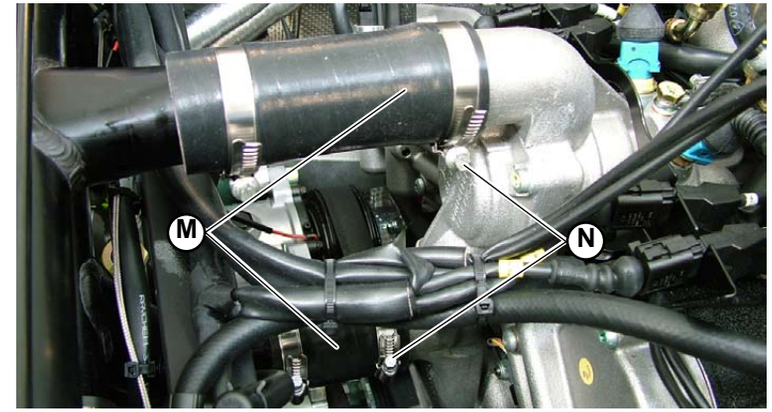

Fig.7
8. Reconnect the water pump delivery and intake pipes (**M-Fig.7**), securing them with the clamps (**N-Fig.7**).